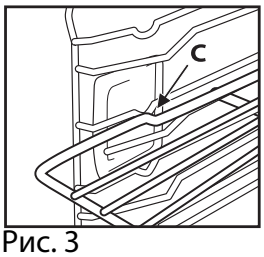

Рис. 3
3. Верните решетку в горизонтальное положение и протолкните внутрь, до положения C (Рис. 3).